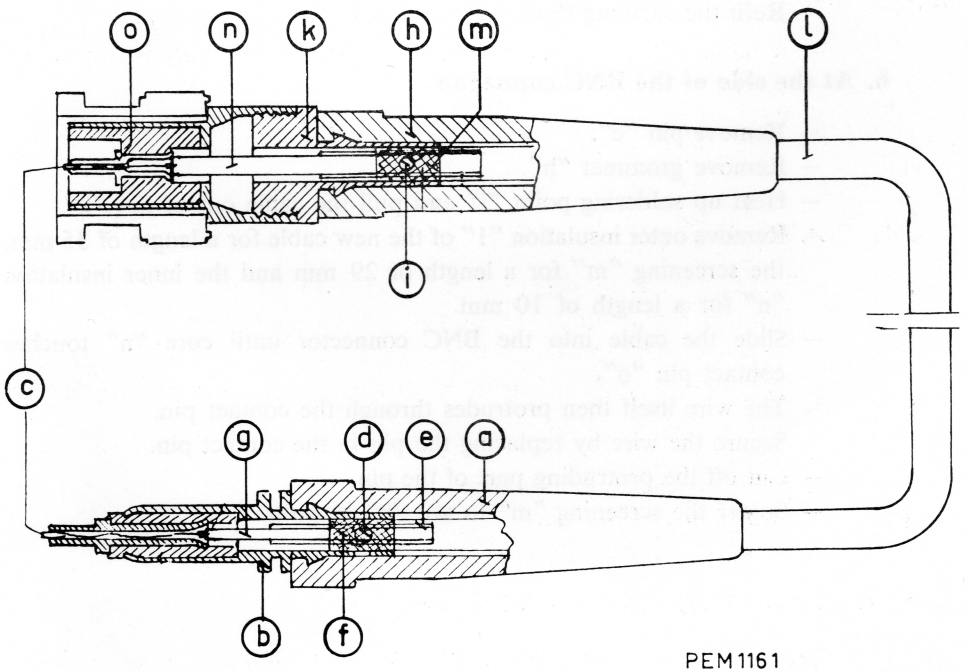

Fig. 14. Mounting diagram of the measuring probe cable
D. REPLACING THE PROBE CABLE (Fig. 14)